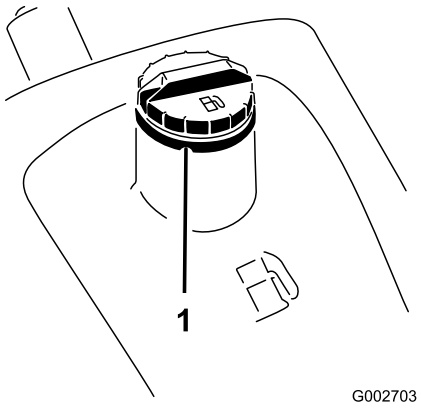

Figur 14
1. Rengør området omkring brændstoftankens dæksel (Figur 14).